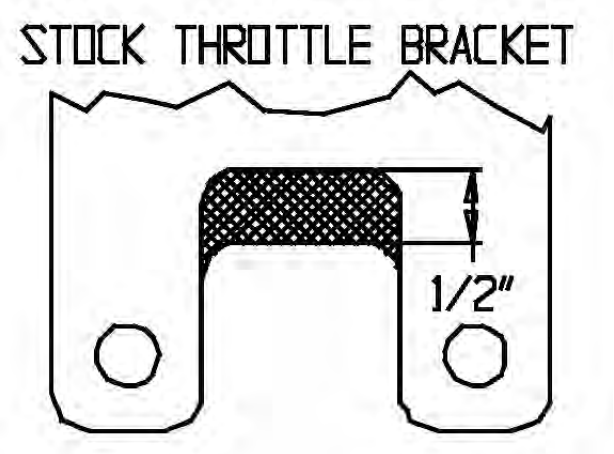

Figure 1
- **ACCESSORIES & INSTALLATION ITEMS:** Major recommendations are listed below. See our catalog for details. **To order a catalog, call (800) FUN-TEAM**, or visit **www.edelbrock.com**.
- **THROTTLE & ACCESSORY BRACKETS:** The throttle and kickdown bracket on some vehicles may require modification to fit ***(See Figure 1)***. On vehicles using throttle rods, it may be necessary to shorten the throttle rod and use Edelbrock Throttle Rod Extention Kit #8010 to achieve proper throttle and kickdown operation at the rear carburetor. Use progressive linkage kit #7094 to connect the carburetors together (See "Carburetor Recommendations").